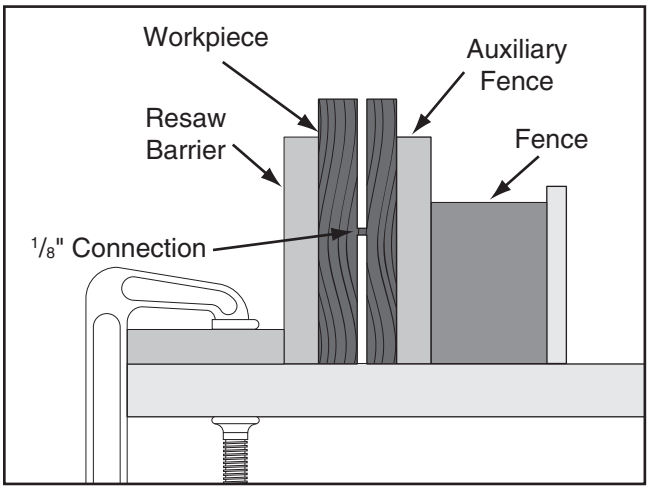

Figure 75. Ideal completed resaw cut.
7. Raise the blade approximately an inch, or close to half the height of the workpiece (**Figure 75**), whichever is less.
10. Repeat **Steps 7–9** until the blade is close to half of the height of the board to be resawn. The ideal completed resaw cut will leave an ⅛" connection when the resawing is complete, as shown in **Figure 75**. Leaving an ⅛" connection will reduce the risk of kickback.